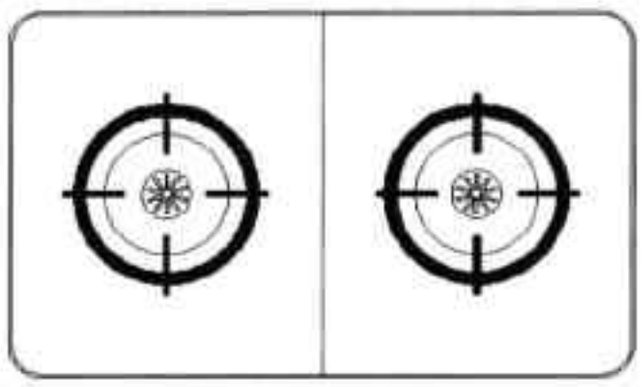

图6-92 镜像炉灶图形
Step19 按回车键，指定垂直辅助线为镜像轴线，再次按回车键即可完成镜像操作，如图 6-92 所示。